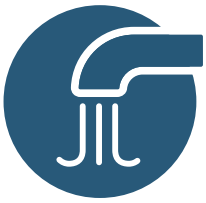

Afbeelding 22
5. Druk op de knop Badkuip vullenAAN/UIT om de Classic Line 2 badkuip te vullen. De functie Automatisch vullen stopt het vullen wanneer het water het niveau van de sensor voor automatisch vullen heeft bereikt. Bijvullen is mogelijk door de knop Badkuip vullen AAN/UIT opnieuw in te drukken. Zie Afbeelding 22.